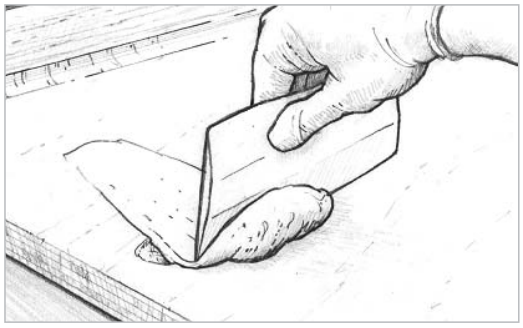

Figure 9-15 *Trowel the thickened epoxy fairing compound into the voids and depressions with a plastic spreader.*
4. Trowel on the thickened epoxy mixture with a plastic spreader, working it into all voids and depressions. Smooth the mixture to the desired shape, leaving the mixture slightly higher than the surrounding area *(Figure 9-15)*. Remove any excess thickened epoxy before it cures. If the voids you are filling are over ½" deep, apply the mixture in several applications or use 206 Slow Hardener or 209 Tropical Hardener, depending on ambient temperature.